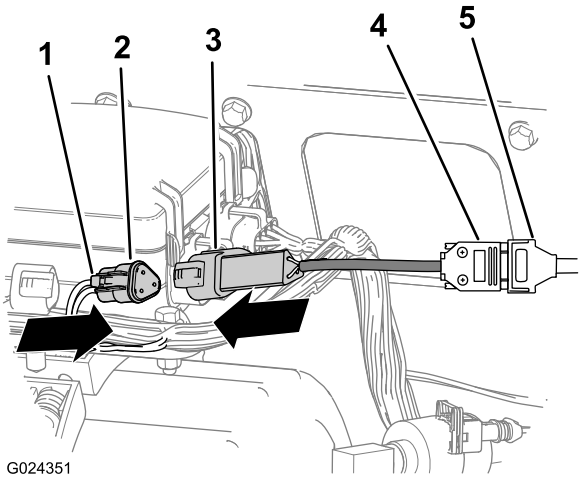

Figure 6
A. Align the tab on the adapter-harness plug to the latch of the diagnostic port (Figure 6).
B. Firmly insert the plug into the port until the latch of the diagnostic-port connector locks (Figure 6).